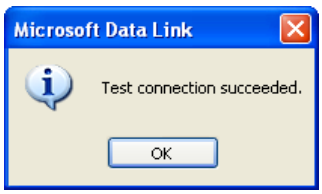

Figure 8.3-16 Database connection completion message
13. If MS SQL server is successfully connected, then the “Test connection succeeded” message is displayed (Figure 8.3-16).